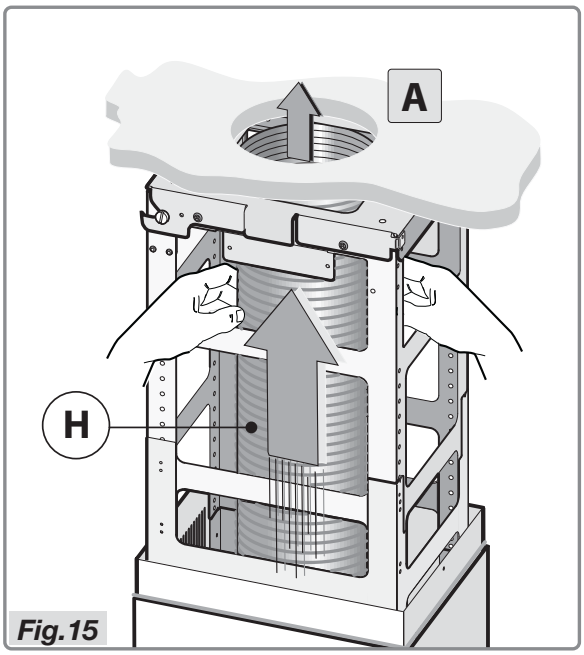

Fig.15
- Connect the flexible pipe **H** (not provided) to the air evacuation hole **A** (Fig.15).